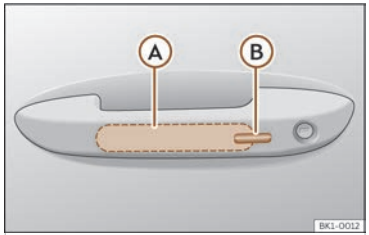

Fig. 72 Door handle: sensor surfaces.
››› **Fig. 72**
- Touch the sensor surface Ⓑ ››› **Fig. 72** on the outside of the door handle. All turn signals flash once.
- Within 5 seconds, touch the sensor on the outside of the door handle once ››› **Fig. 72** Ⓑ. Do not grip the handle while doing so. This temporarily deactivates the Keyless Access system.